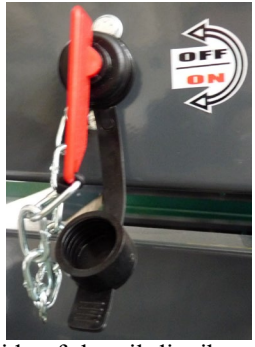

Fig.16
- **Battery disconnecting switch:** for cutting off the electric system (fig.16).